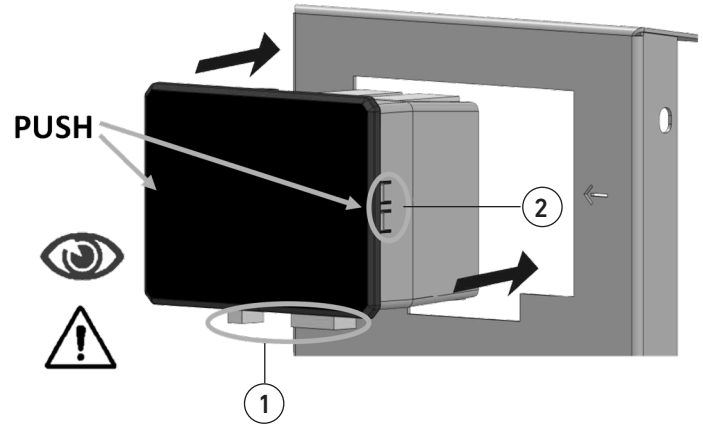

fig. 21
- Make a correct connection of the device (DO NOT invert the connectors, respect the connections given by the manufacturer) and pay attention to the direction that the control unit must have to enter the seat (fig. 21 part.1);
- To insert the component in place press on the side edges of the control unit near the arrows, as shown in fig. 21. When the component has arrived to beat the side teeth (fig. 21 part.2) will emit a 'click' indicating the correct anchorage to the sheet metal.